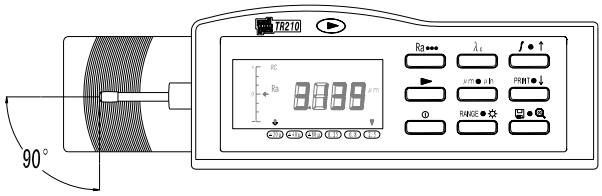

图 2.1-2 测量方向
d.参照图 2.1-2 ,传感器的滑行轨迹必须垂直于工件被测表面的加工纹理方向。